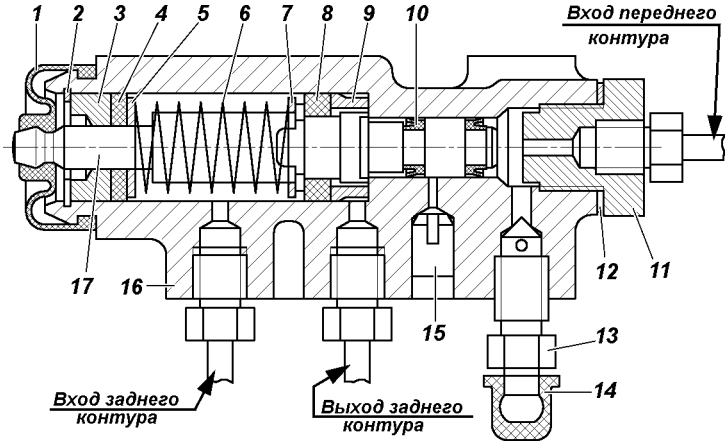
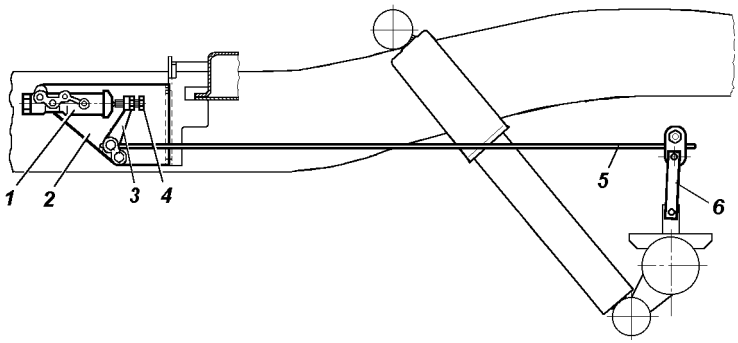

Рис. 9.58. Регулятор давления:
Рис. 9.59. Привод регулятора давления:
Регулятор давления (рис. 9.58)**.** При обслуживании проверяйте работоспособность регулятора давления. Очищайте регулятор от грязи и проверяйте надежность его крепления. Внешним осмотром убедитесь, что регулятор и детали его привода не имеют повреждений, отсутствуют подтекания тормозной жидкости и люфты в соединении стойки с упругим рычагом и кронштейном на заднем мосту.
Обращайте внимание при осмотрах гидропривода на расположение контрольной заглушки 15 (см. рис. 9.58) и отсутствие подтекания из-под нее тормозной жидкости. В нормальном состоянии заглушка должна быть утоплена в отверстие корпуса регулятора до упора. При выступании заглушки из отверстия и подтекании тормозной жидкости регулятор подлежит ремонту или замене.
В процессе эксплуатации и при замене задних рессор необходимо регулировать усилие упругого рычага 5 (рис. 9.59) на поршень регулятора. Регулировку производить в следующей последовательности:
3. Завернуть болт 4 (см. рис. 9.59) до соприкосновения его с хвостовиком поршня 17 (см. рис. 9.58) регулятора, довернуть болт на 2/3 оборота (4 грани головки болта) и затянуть контргайку.
5. Проверить правильность регулировки при движении автомобиля. Для этого, двигаясь по прямому горизонтальному участку дороги с сухим асфальтовым покрытием, затормозить автомобиль до блокировки колес. При исправном регуляторе и правильно выполненной регулировке привода должно быть некоторое опережение блокировки передних колес относительно задних. В случае опережающей блокировки задних колес дополнительно отвернуть болт 4 (см. рис. 9.59) на 1-2 грани головки болта и повторить проверку при движении автомобиля.